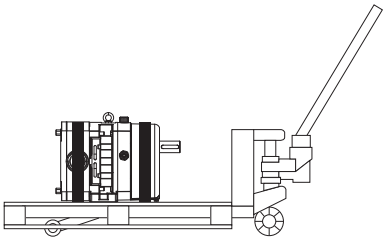

Abb. 40 Transport mit Hubwagen
▶ Prüfen, ob die Pumpe auf der Palette ausreichend gesichert ist. Zum Beispiel mit Gurten *Abb. 40 „Transport mit Hubwagen", Seite 32.*